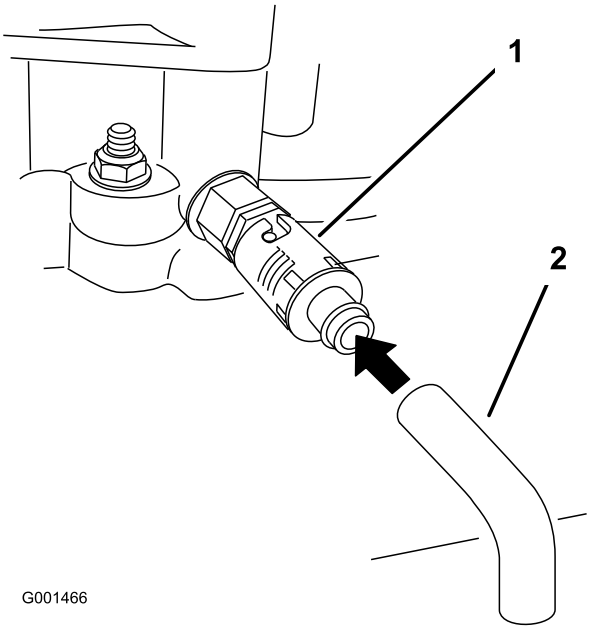

Figura 31
6. Gire la válvula de vaciado para que se drene el aceite (Figura 31).
8. Retire el tubo de vaciado (Figura 31).